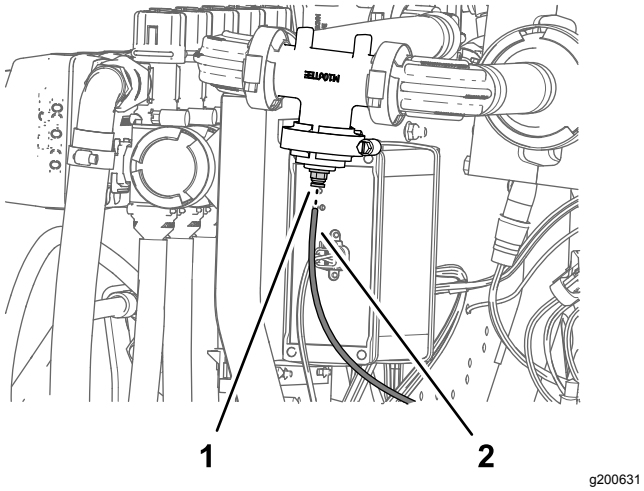

Figur 134
1. Juster enden af tryksensorrøret (plastik) til trykmåleren i instrumentpanelet, så den passer med låsemuffen til rørkoblingen (Figur 134).
2. Sæt sensorrøret i låsemuffen, så røret sidder korrekt (Figur 134).